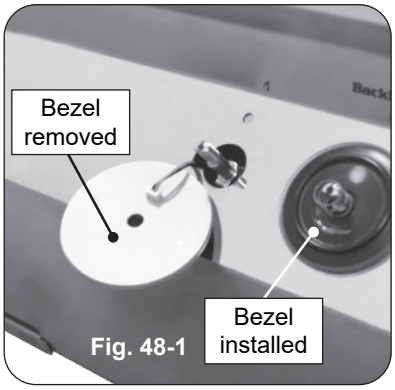

Fig. 48-1
4. Slowly lift the lighted bezels to clear the valve stems, and let rest as shown in Fig. 48-1.